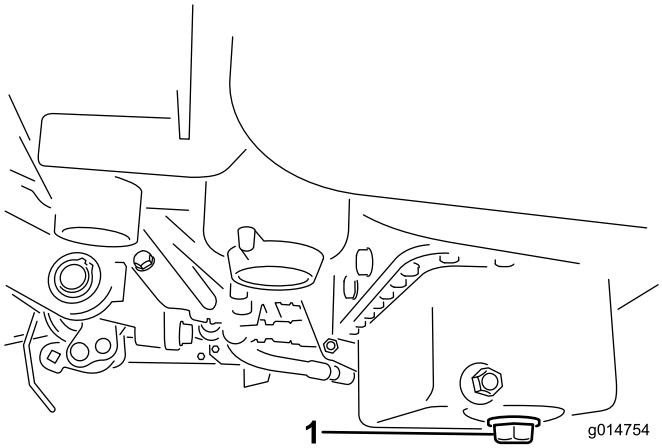

Figur 47
1. Ta bort avtappningspluggen och låt oljan rinna ned i ett kärl. Sätt tillbaka avtappningspluggen när oljan har slutat rinna (Figur 47).